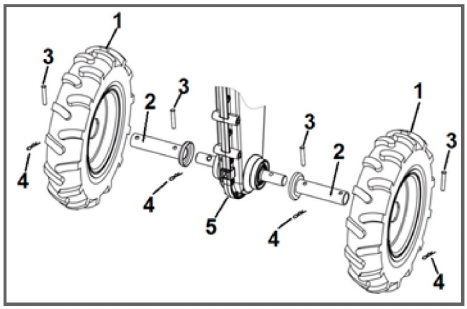

Рис. 6 Установка колес на мотокультиватор
2. Установите оси колес 2 на выходной вал коробки передач 5 (Рис. 6). Закрепите оси пальцами 3 и шплинтами 4 (Рис. 6).
3. Установите колеса 1 на оси 2 и закрепите их пальцами 3 и шплинтами 4 (Рис. 6).